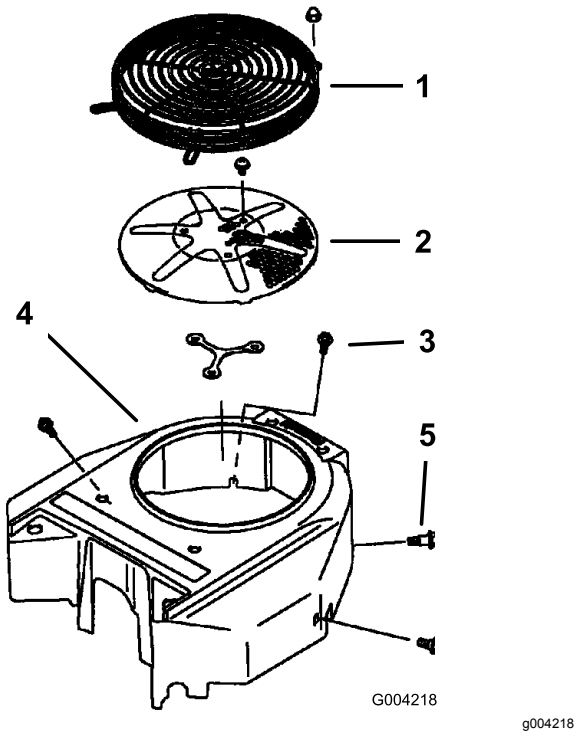

Figur 87
3. Fjern luftindtagsskærmen, tilbageslagsstarteren og ventilatorhuset (Figur 87).
5. Monter luftindtagsskærmen, tilbageslagsstarteren og ventilatorhuset (Figur 87).